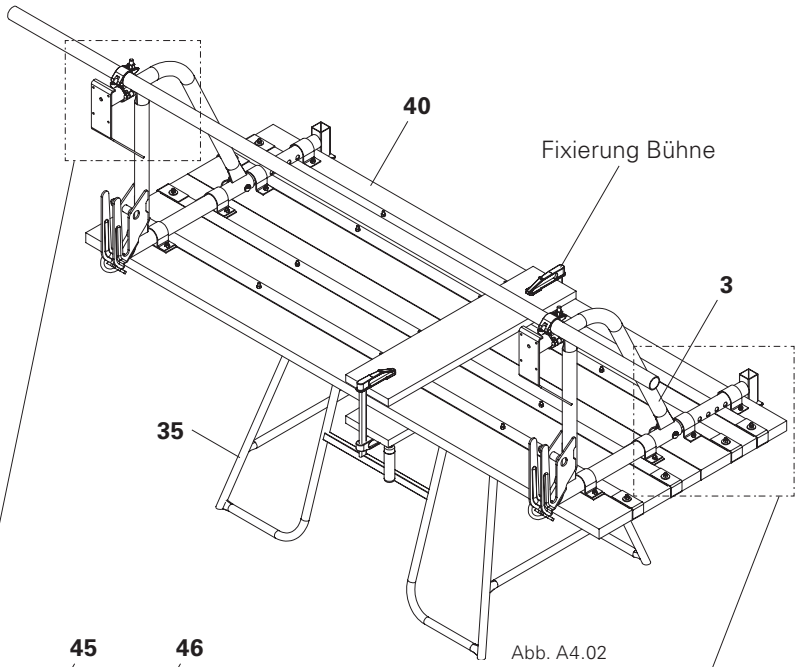
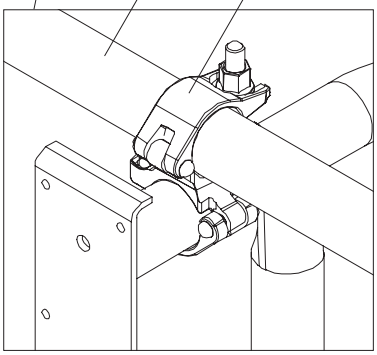
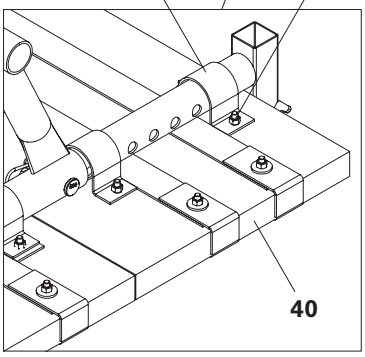

Abb. A4.02
Abb. A4.02a
Abb. A4.02b
1. Hilfsbock z. B. PERI-Bock P80 (**35**) verwenden. (Abb. A4.02)
(Abb. A4.02 + Abb. A4.02b)
(Abb. A4.02 + Abb. A4.02a)